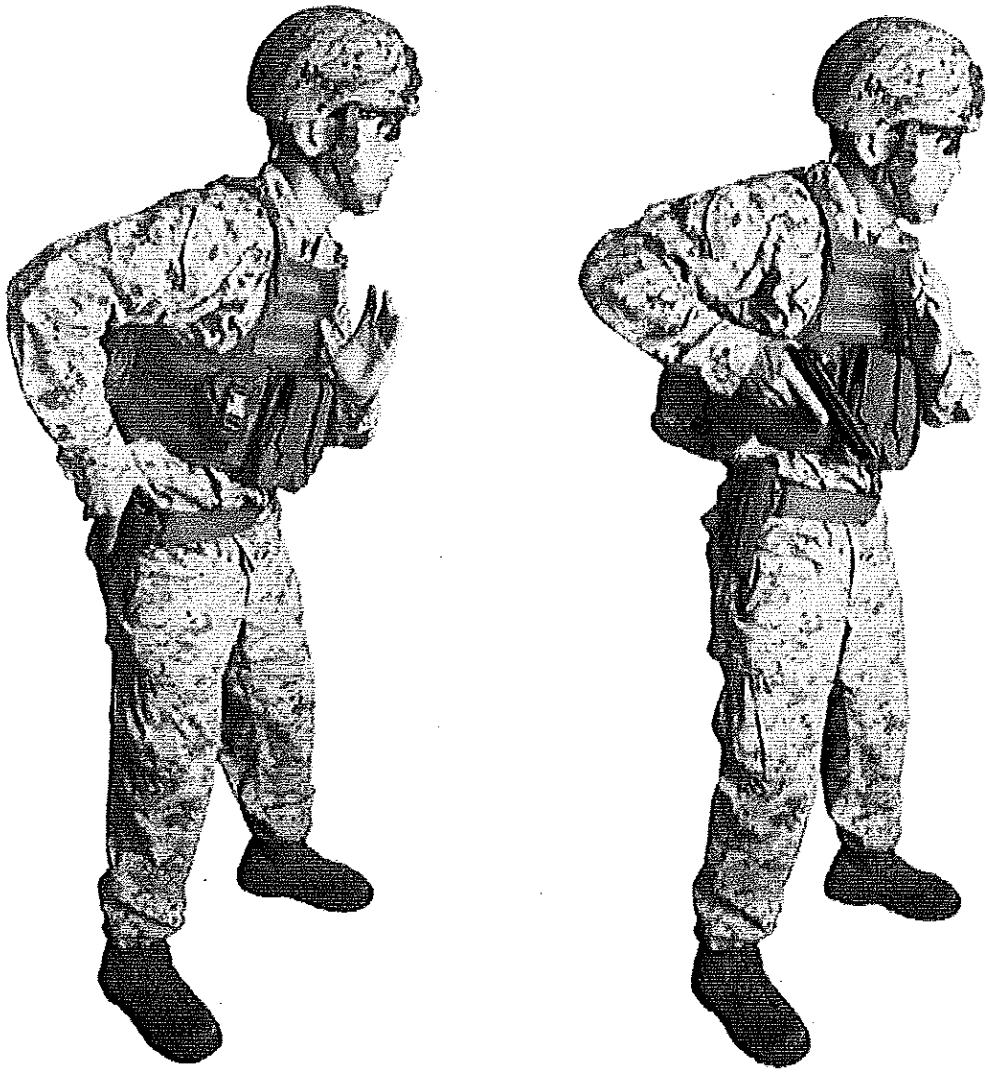

Figure 4-2. Steps One and Two of Presentation from the Holster.
Grasp the pistol grip with the fingers; the index finger remains straight and outside the holster (see fig. 4-2 on page 71).
2. Draw the pistol straight up out of the holster. Once the muzzle clears the holster, rotate the muzzle forward to clear the body by dropping the elbow of the firing arm (see fig. 4-2). Ensure the muzzle is pointed in a safe direction. Deactivate the safety with the firing thumb.